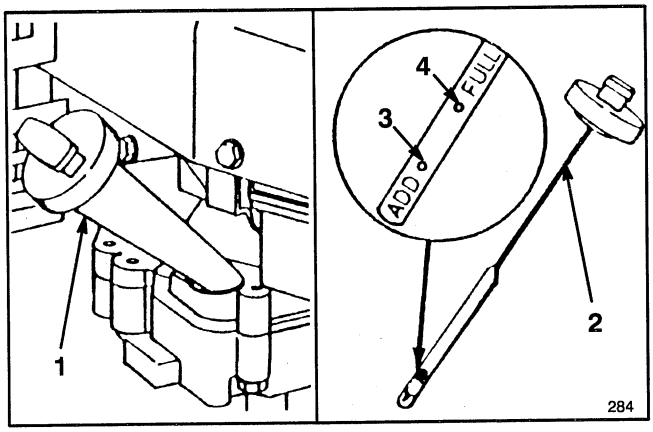

Figure 6
Fill crankcase with SAE 30 oil until oil level reaches FULL mark on dipstick as shown in Figure 6. 10W30 oil may be substituted if SAE 30 oil is not available. The maximum crankcase capacity is 25 ounces (0.75 liters) of oil. Use any high quality detergent oil having the American Petroleum Institute (API) "service classification" — SF, SG or SH.
Before each use, ensure oil level is between ADD and FULL marks (Fig. 6). Add oil if level is low.
3. Wipe dipstick and insert it into filler neck. Rotate cap 1/4 turn. Then remove dipstick and check level of oil (Fig. 6). If level is low, add only enough oil to raise level to FULL mark on dipstick. **DO NOT FILL ABOVE FULL MARK BECAUSE ENGINE COULD BE DAMAGED WHEN STARTED. POUR OIL SLOWLY.**
1. CHECK OIL LEVEL—Maintain oil level between ADD and FULL range as shown on dipstick (Fig. 6).